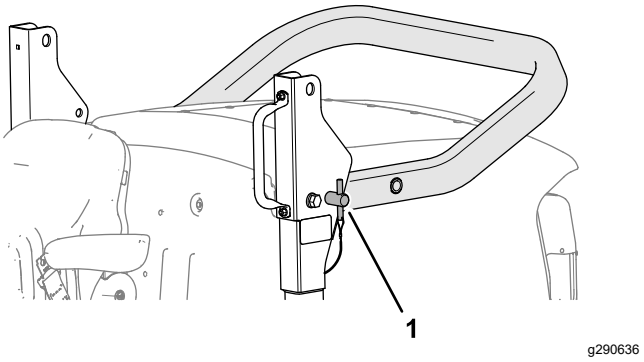

Рисунок 28
2. Извлеките штифты защитной дуги из кронштейнов осей поворота (Рисунок 28).